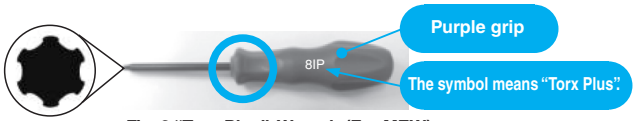

Fig. 2 "Torx Plus" Wrench (For MEW)
1) Ref. to Fig. 2 for "Torx Plus" Wrench. (Purple grip)